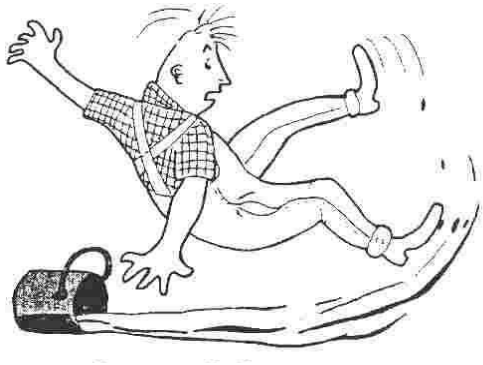

FIGUUR 1 (1)
1.3 Watter gevaarlike situasie word in FIGUUR 1 geïllustreer?